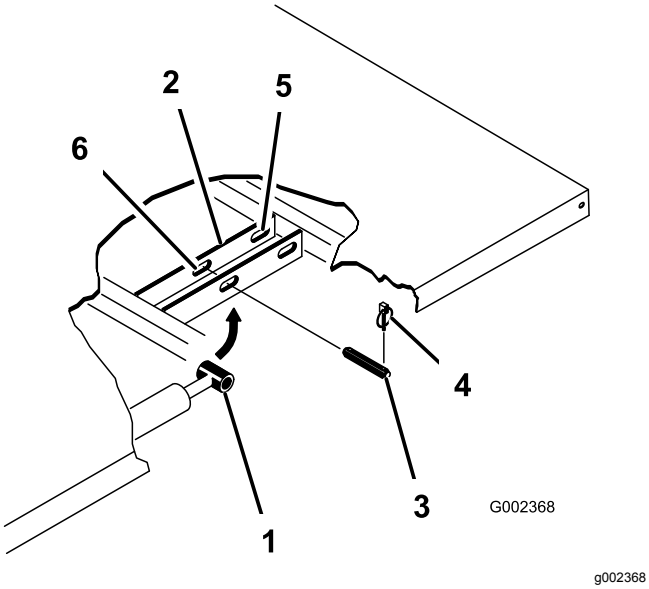

Figur 30
3. Tag ringstifterne af de yderste ender af cylinderstangens gaffelbolte (Figur 30).
4. Afmonter de gaffelbolte, der fastgør cylinderstangens ender til ladmonteringspladerne, ved at skubbe boltene indad (Figur 30).
5. Afmonter de ringstifter og gaffelbolte, der fastholder aksebeslagene på stelkanalerne (Figur 30)